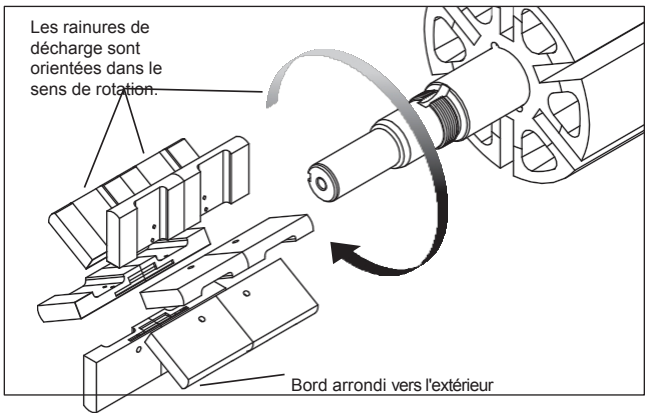

Figure 10 : Modèle PT30 illustré ci-dessus
7. Placez les aubes dans les fentes supérieures de l'arbre du rotor. Assurez-vous que l'extrémité incurvée de chaque aube est orientée radialement vers l'extérieur et dans le même sens de rotation (voir figure 10).
3. Positionnez une nouvelle ailette de manière à ce que le bord arrondi soit tourné vers l'extérieur de la pompe et que les rainures de décharge soient orientées dans le sens de rotation (voir Figure 10).